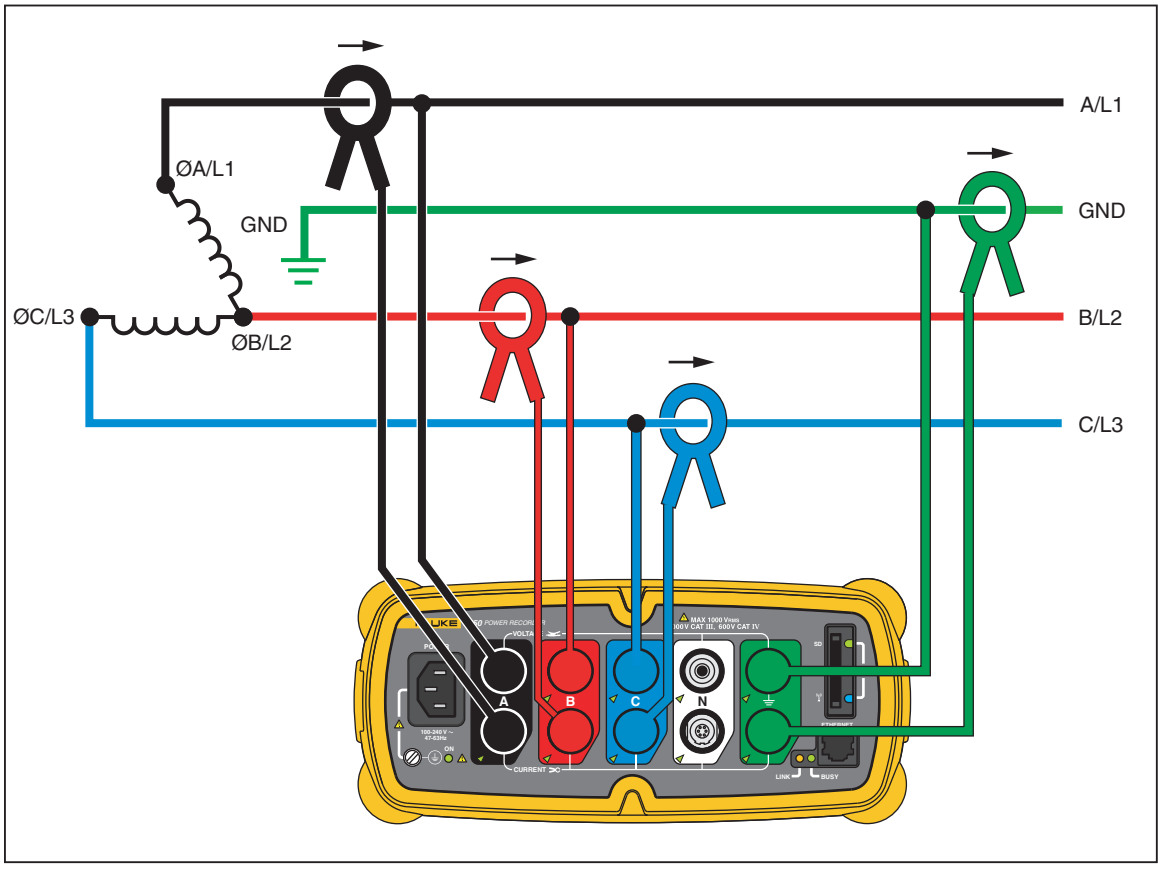

Figure 11. Three-Phase Open Leg
- Three-Phase Open Leg (Figure 11)